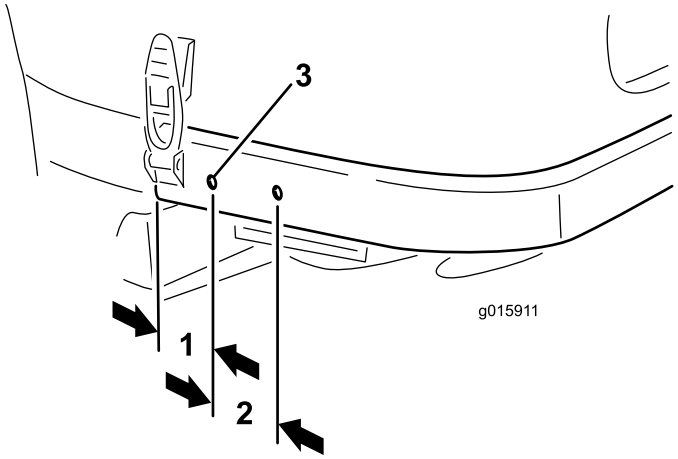

Figur 10
2. Bruk målene vist i Figur 10, finn, merk og bor (2) hull med en diameter på 9 mm i hver side av bakrammen. Sentrer hullene opp og ned på rammen.